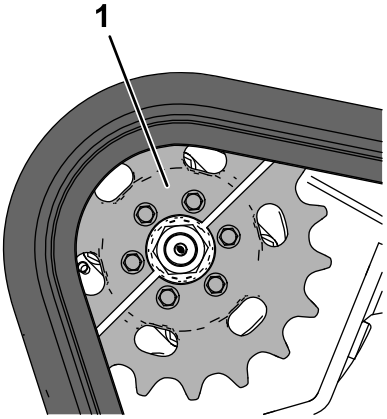

Figura 60
2. Aparque la máquina en una superficie nivelada y asegúrese de que solo 1 mitad de piñón está acoplado con la oruga (Figura 60).